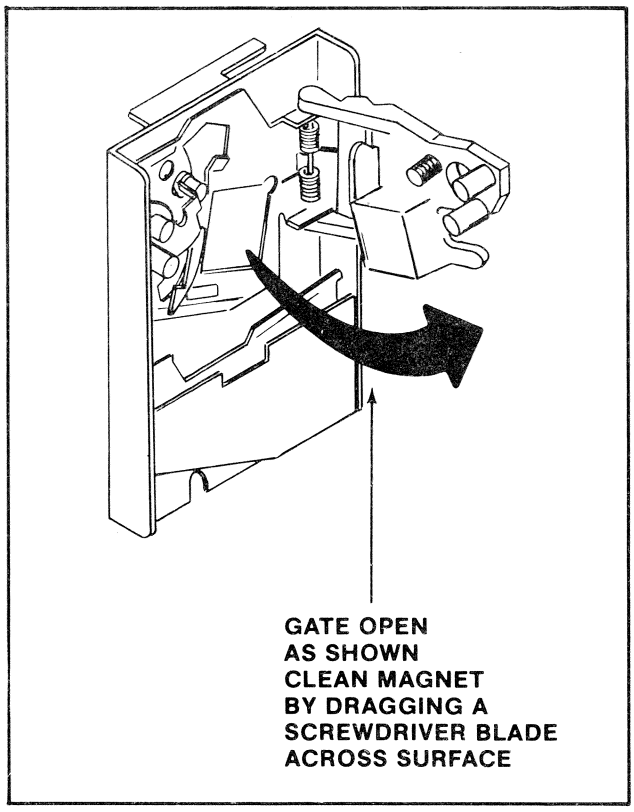

**Figure 26 Cleaning the metal coin acceptor**
4. Clean the magnet of all foreign particles. See Figure 26.